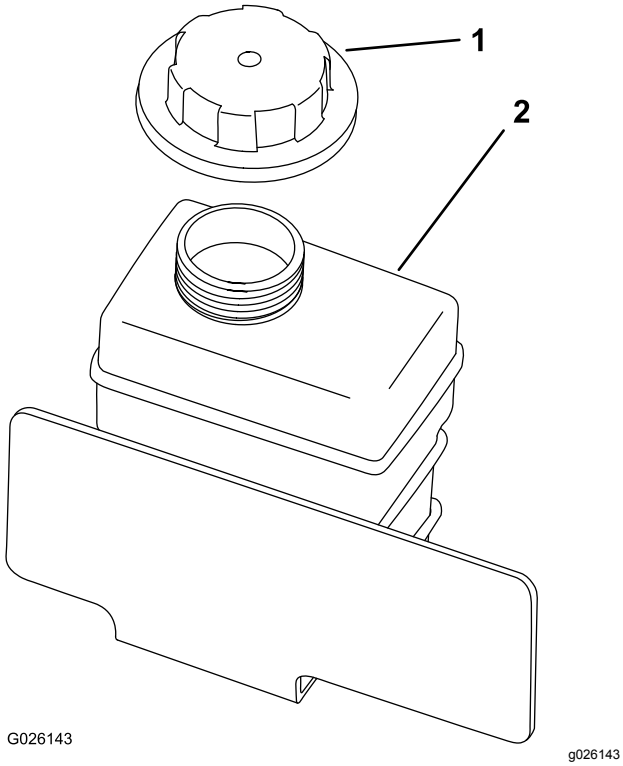

Figur 49
4. Kontroller kjølemiddelnivået i reservetanken (Figur 49).